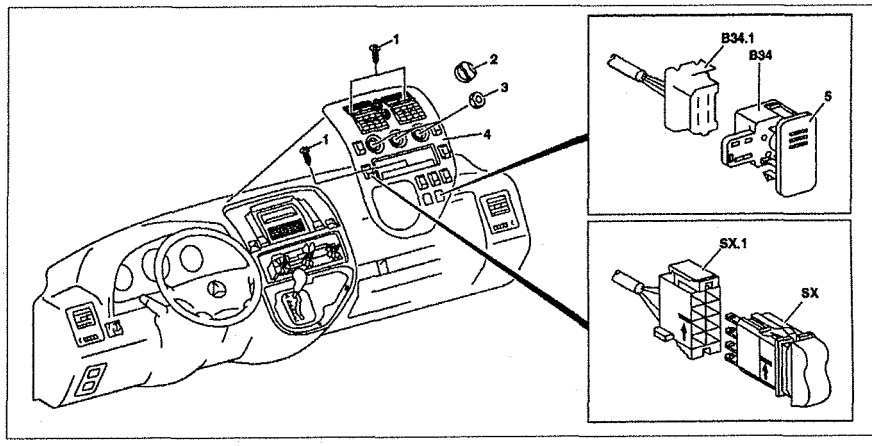

Рис. 11.10. Центральная крышка панели приборов:
3. Снимите ручки переключателей **2** (см.рис.11.10).